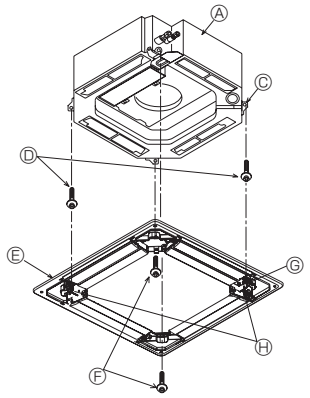

Fig. 9-6
9.4.2. Instalación temporal de la rejilla (Fig. 9-6)